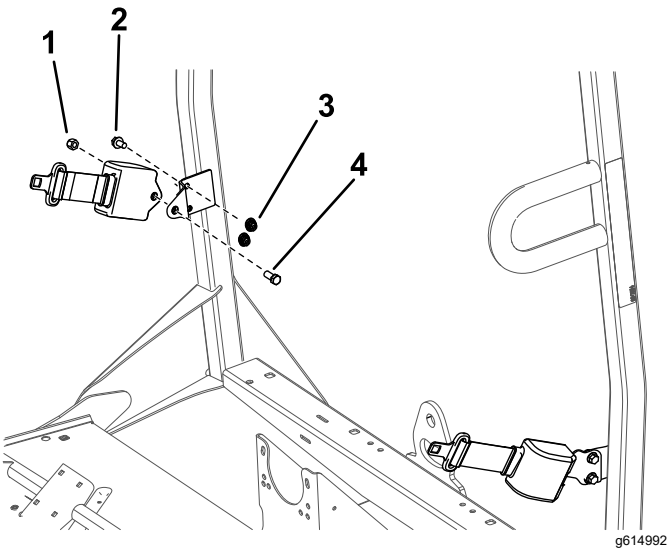

Figuur 7
1. Monteer aan de buitenzijde van elk lipje van de rolbeugel een ankerbeugel voor de veiligheidsgordel; gebruik hierbij 2 bouten (⅜") en 2 moeren (⅜") (zie Figuur 7).
2. Monteer het oprolmechanisme van elke veiligheidsgordel aan de ankerbeugel met een bout (7/16 inch) en moer (7/16 inch) (Figuur 7).